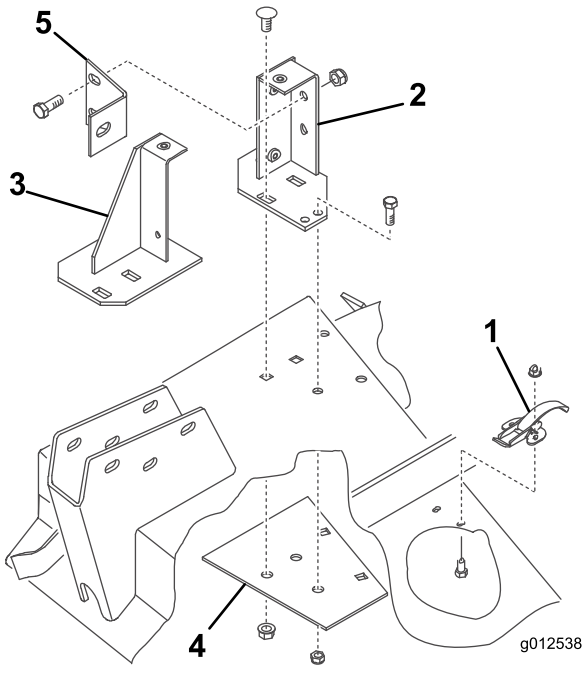

Figur 9
1. Fjern festene som fester fjærlåsen på høyre klippeenhetsdeksel til høyre side av klippeenheten (Figur 9). Fjern og ta vare på koblingen for fremtidig bruk med høyredekselet.
2. Plasser blåsemaskinen og monteringsbrakettene på klippeenheten, med monteringshullene på linje med hullene som ble brukt ved montering av gressavlederen. Figur 9 vist med blåseren fjernet fra brakettene. Kontroller at det ikke er mellomrom mellom blåseren og klippeenheten.
3. Plasser den nye forsterkningsplaten under klippeenheten, med monteringshullene på linje med hullene som ble brukt ved montering av gressavlederen (Figur 9).
4. Monter fremre og bakre braketter og forsterkningsplaten på klippeenheten med to tidligere fjernede låsebolter (3/8–16 x 7/8 tomme) og flensmuttere på hver (Figur 9). Bolthodene må være på toppen av klippeenheten.
7. Fest brakettene og forsterkningsplaten til klippeenheten med bolter (5/16–18 x 3/4 tomme) og låsemuttere (Figur 9). Bolthodene må være på toppen av klippeenheten.
8. Fest blåseravstiveren til bakre monteringsbrakett med to bolter (3/8–16 x 1 tomme) og låsemuttere (Figur 9) og til styrearmen med én bolt (3/8–16 x 1 tomme).